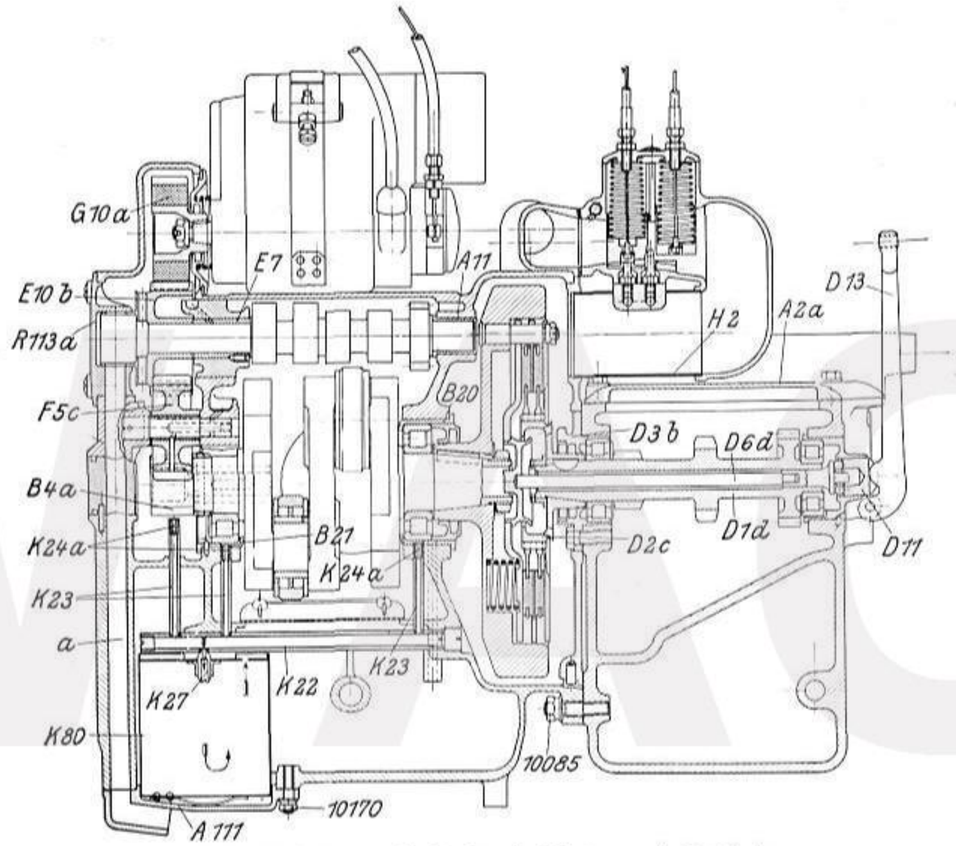
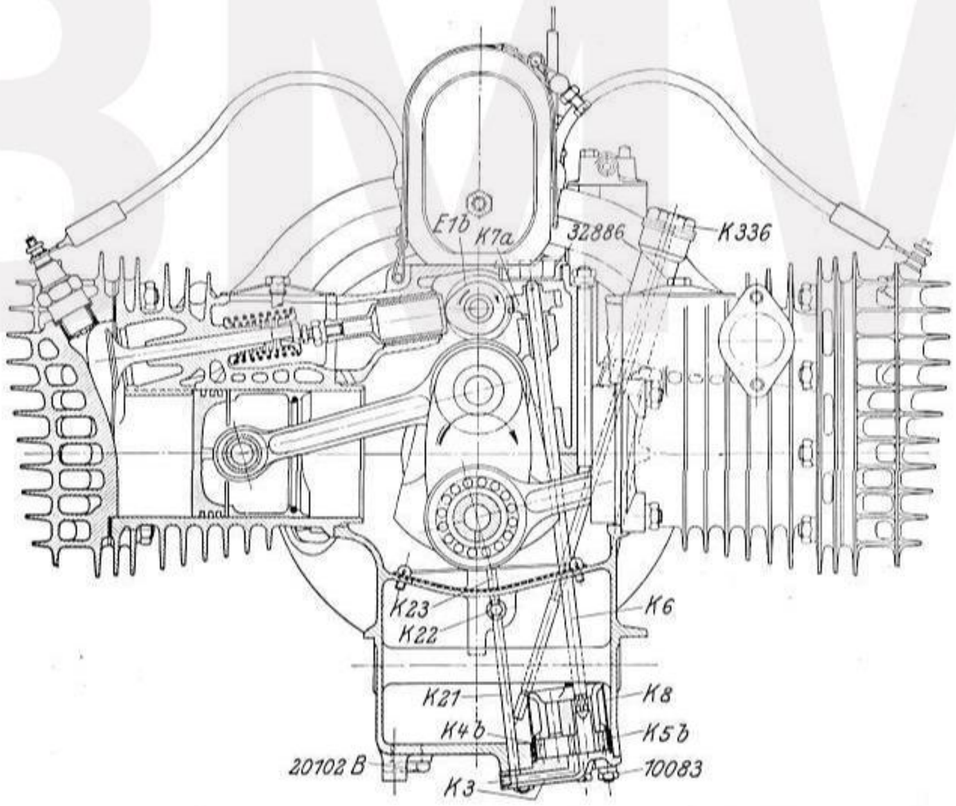

Abb. 12 Längsschnitt durch Motor und Getriebe
Abb. 14 Tourenmotor mit teilweisem Querschnitt durch die Zylindermitte
Vor Abnahme des Motorgehäuse-Oberteiles muß das Getriebe durch Lösen der drei Befestigungsmuttern **10085** unten in der Mitte und oben zu jeder Seite und Herausziehen der Kopfschrauben **10998 A** entfernt werden (Abb. 12 und 15).
Wichtig! Vor Auseinandernehmen der Motorgehäusehälften zuerst Verschlußschraube 32886 entfernen, dann Antriebswelle K 6 mit Schneckenrad K 7 a mittels Flachzange herausziehen. (Abb.14).
6. Entlüftung: Die Entlüftung erfolgt durch den mit dem Stirnrad **E 10b** der Steuerwelle **E 1b** aus einem Stück bestehenden Drehschieber (Abb. 12). Beim Einwärtsgehen der Kolben gelangt die im Motorgehäuse verdichtete Luft durch diesen und den Deckel **R 113a** in die eingegossene Leitung **a** des Gehäuses und den Deckel **A 111** ins Freie. Auf diese Art wird im Motorgehäuse immer ein geringer Unterdruck erzeugt, der ein Austreten von Öl an den Trennfugen des Gehäuses wirksam verhindert.
9. **Schmierung und Ölkontrolle**: Die Schmierung erfolgt unter hohem Druck vollkommen selbsttätig wie bei einem neuzeitlichen Kraftwagenmotor, sodaß ausreichende Ölversorgung auch bei höchster Beanspruchung sichergestellt ist. Eine im Motorgehäuseunterteil eingebaute Zahnradpumpe (Abb. 14) saugt durch einen Seiher **K 8** das Öl durch die Tätigkeit der beiden Zahnräder **K 5b** und **K 4b** an, von denen das erstere mittels einer Welle **K 6** und Schneckenrad **K 7a** von der Schnecke auf der Steuerwelle **E 1b** angetrieben wird. Das Öl wird durch eine Bohrung im Deckel **K 3** in das Steigrohr **K 21** gedrückt und gelangt in das Ölverteilungsrohr **K 22** (Abb. 12) und von hier durch die senkrechten Ölrohre **K 23** und die kalibrierten Öldüsen **K 24a**, zu den Lagerbüchsen **B 20** und **B 21** zur Schmierung der Kurbelwellenrollenlager. Ein Teil des Öles gelangt in die Verteilerrinnen der Lagerbüchsen, von wo es dann durch die hohlgebohrten Hubzapfen der Kurbelwelle den Pleuellagern zugeführt wird. Die Schmierung der Kolben und Kolbenbolzen erfolgt durch das von der Kurbelwelle gegen die Zylinderwandungen geschleuderte Öl. Das vordere senkrechte Ölrohr **K 23** sorgt für die Schmierung des Antriebsrades **B 4a** auf der Kurbelwelle, wodurch wieder das Zwischenrad **F 5c**, Stirnrad **E 10b** und somit die Lagerbüchsen **E 7** und **A 11** zur Steuerwelle reichlich Öl erhalten. Ein Teil des Öles wird von der Ölpumpe durch Steigrohr **K 21**,
Der Betätigungshebel für die Kupplung befindet sich am Ende des linken Lenkergriffes (Abb. 34) und wirkt durch einen Bowdenzug auf den am Getriebeende befindlichen Kupplungshebel **D 13** (Abb. 12 und 15). Das Ausrücken der Kupplung und somit Unterbrechung der Kraftübertragung auf das Getriebe erfolgt durch Anziehen des Betätigungshebels am Lenker, wodurch der Druckteller **L 2b** von den Kupplungsplatten **L 20a** durch die Druckstange **D 6d** abgehoben wird.
Während der Einfahrzeit wird häufiger Ölwechsel für den Motor dringend empfohlen. Alle 500 km ist das Öl aus dem Motorgehäuse vollständig abzulassen, der Ölfilter **K 80** (Abb. 12) durch Lösen der sechs Muttern **10170** und Entfernen des Deckels **A 111** herauszunehmen, das Gehäuse mit Petroleum durchzuspülen und durch Nachspülen mit etwas Öl das Petroleum wieder zu entfernen. Ölfilter keinesfalls mit Benzin oder Petroleum reinigen! Nach dem Einbau des Ölfilters neues Öl nur durch ein engmaschiges Sieb auffüllen. Den Ölstand im Motor alle 400 km kontrollieren und bis zur oberen Ringmarke des Tauchstabes nachfüllen. Nach der Einfahrzeit ist das Öl alle 3000 km abzulassen und zu erneuern. (s. Abb. Tafel 1 und 2). Der Ölfilter wird nach 12000-15000 km unbrauchbar und ist dann zu erneuern.